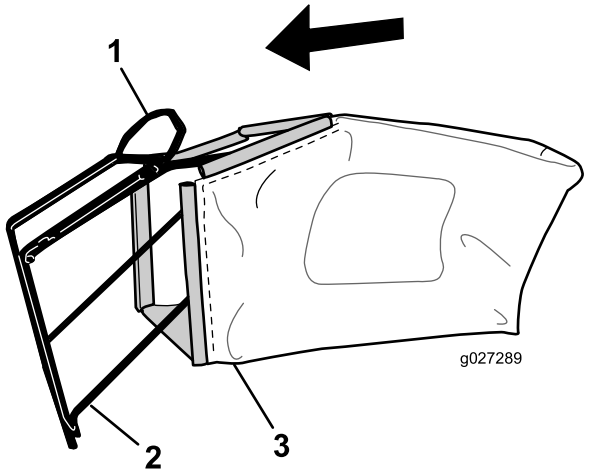

**Figuur 9**
1. Schuif de grasvanger over het frame; zie Figuur 9.
**Opmerking:** Schuif de grasvanger niet over de handgreep (Figuur 9).